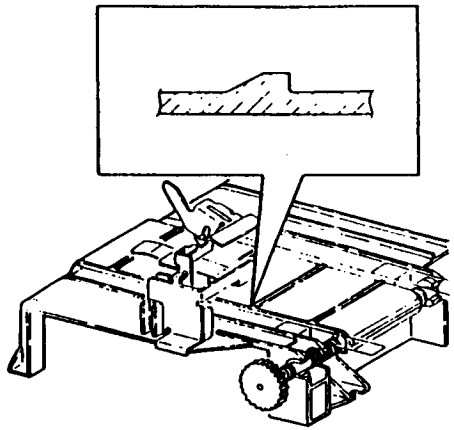

Рис.4 Установка ремня транспортера
1. Установить ремень так, чтобы его выступы были обращены вверх, как показано на рис.4.